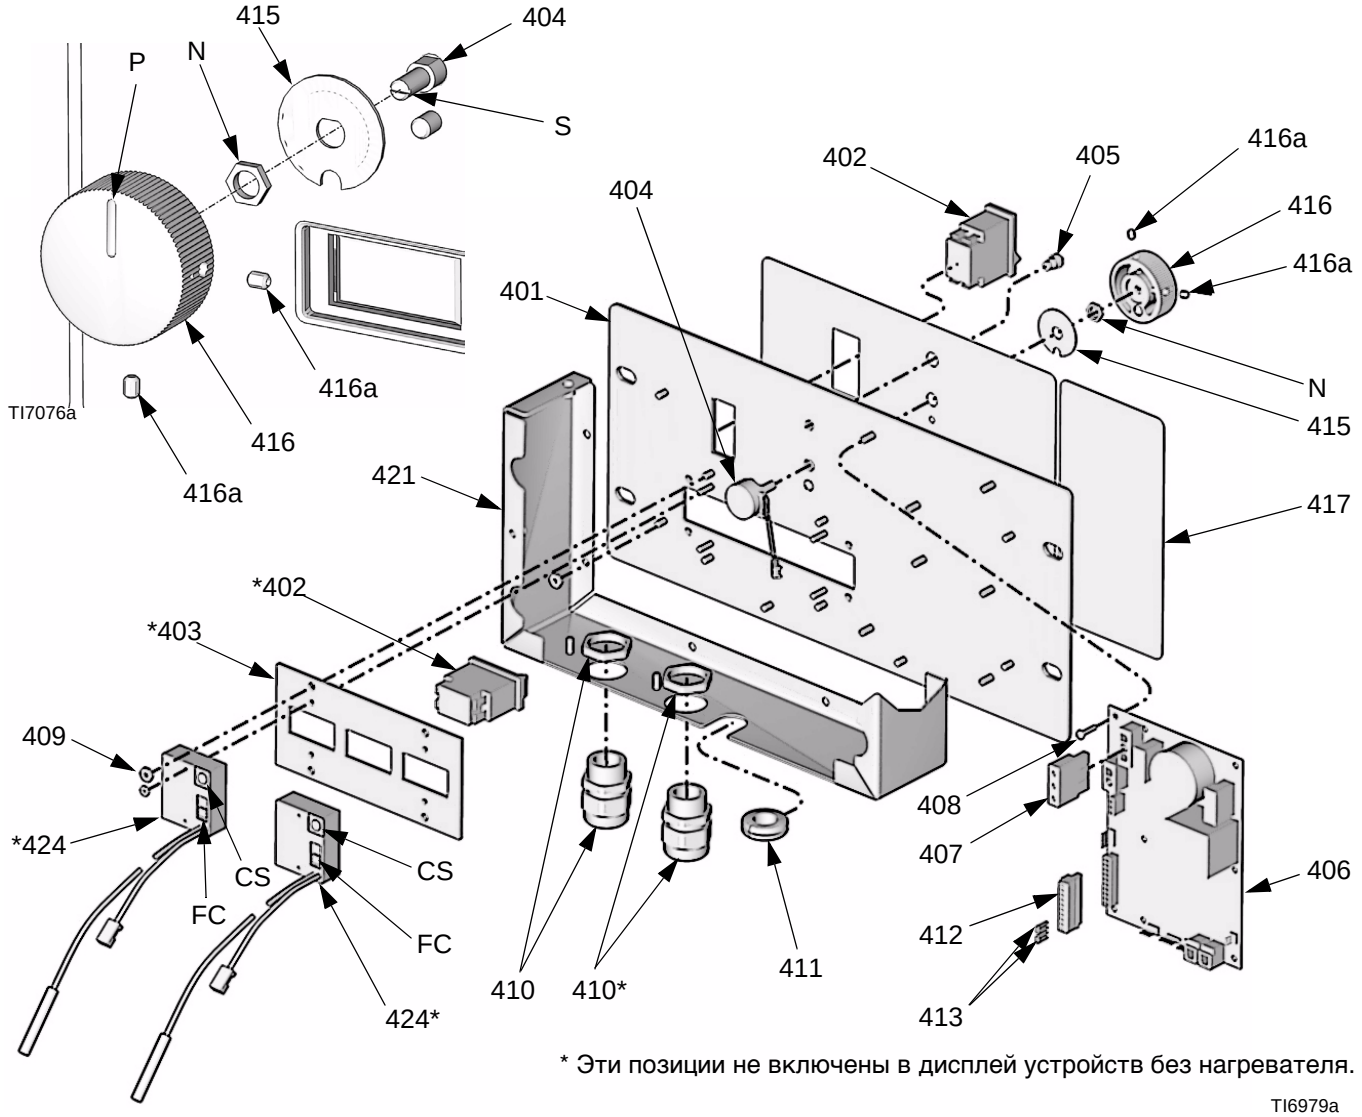
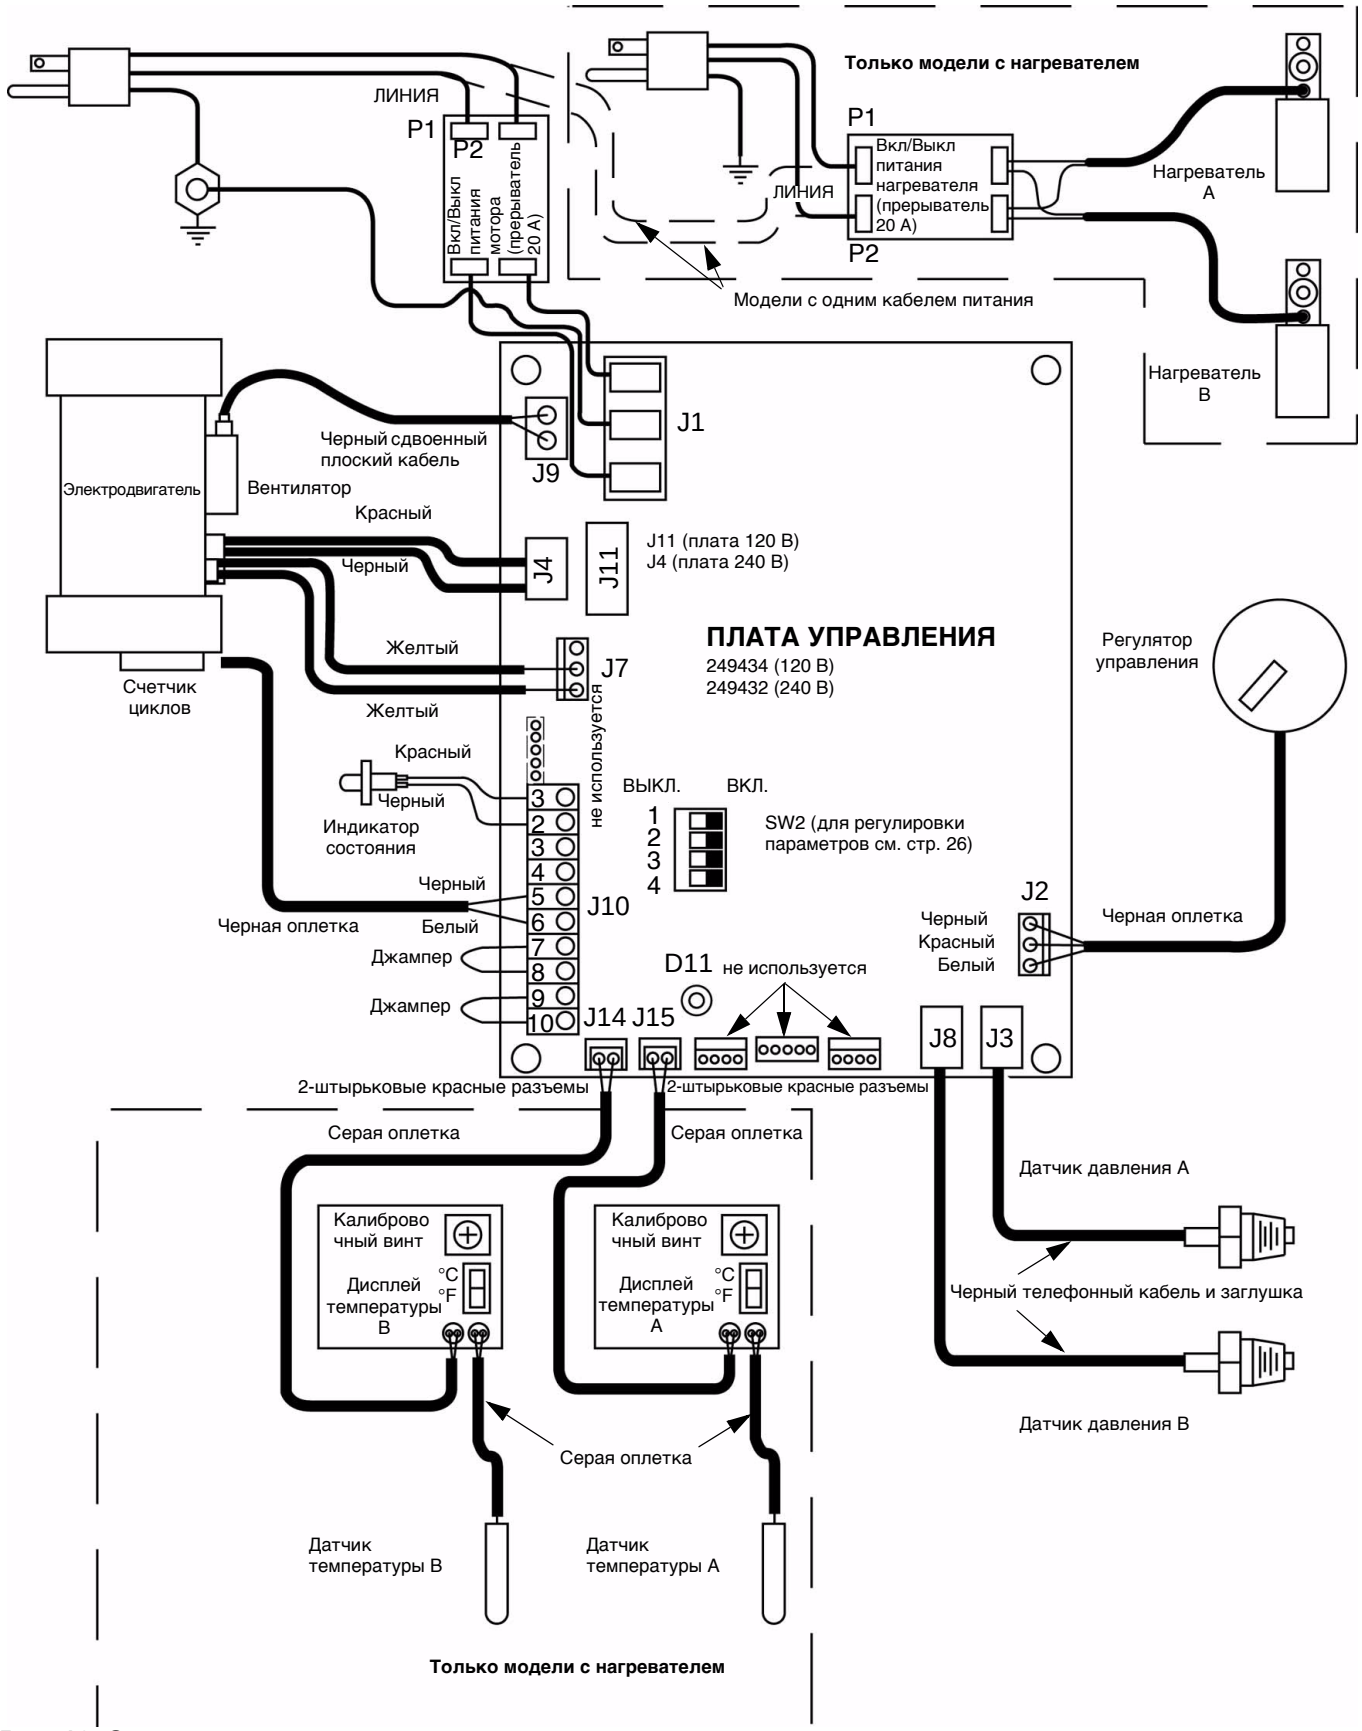

Рис. 11. Модуль управления (показана модель с нагревателем)
Рис. 12. Электрические подключения модуля управления
2. Снимите крышку доступа (39) на задней панели модуля управления.
3. См. Рис. 11. Найдите ползунковый переключатель (FC), расположенный с правого края каждой платы дисплея температуры. При отгрузке устройство настроено на °F (вниз). Для переключения на °C сдвиньте оба переключателя в верхнее положение.
1. Снимите крышку доступа (39) на задней панели модуля управления.
2. См. Рис. 11. Найдите калибровочный винт (CS) в правом верхнем углу каждой платы дисплея температуры. Немного поверните винт для показа правильной температуры.
3. Отсоедините провода потенциометра от разъема J2 на плате управления (406). См. Рис. 12.
4. См. Рис. 11. Отверните два установочных винта (416a) и снимите ручку управления (416) с вала потенциометра (404).
5. Снимите гайку (N, часть позиции 404) и стопорную пластину (415).
6. Установите новый потенциометр (404) в обратном порядке. Установите потенциометр так, чтобы паз (S) был горизонтальным. Установите ручку (416) так, чтобы стрелка (P) смотрела вверх. Установите ручку на вал так, чтобы паз (S) вошел в штифт совмещения ручки. Перед затяжкой установочных винтов (416A) задвиньте ручку на вал со стопорной пружиной.
7. Подсоедините провода потенциометра к J2, как показано на Рис. 12.
На плате управления установлен один красный индикатор (D11). Для проверки питание должно быть включено. Его расположение указано на Рис. 12. Функции:
Таблица 6: Разъемы платы управления (см. Рис. 12)
2. Снимите крышку доступа (39) на задней панели модуля управления, чтобы получить доступ к плате управления (406).
3. Отсоедините кабели датчиков от разъемов J3 и J8 платы; см. Рис. 12, стр. 37. Поменяйте местами соединения A и B и проследите, изменяется ли соответствующим образом код состояния, стр. 27.
8. Подсоедините кабель датчика к плате; см. Рис. 12, стр. 37.
Если мотор не заблокирован насосами, он может быть проверен при помощи аккумулятора на 9 В. Отсоедините разъем J4 или J11 от платы управления, см. Рис. 12, стр. 37. Прикоснитесь проводами от аккумулятора к подключениям мотора. Мотор должен медленно вращаться.
a. Найдите плату управления с задней стороны модуля управления, см. Рис. 12, стр. 37.
1. Отсоедините кабель (37) от вентилятора (202). С включенным питанием мотора проверьте разъемы кабеля на наличие напряжения линии (120 В или 240 В).
2. *Если напряжение правильное,* вентилятор неисправен. Отверните винты, крепящие вентилятор к экрану (206). Установите новый вентилятор в обратном порядке.
3. *Если напряжение неправильное,* проверьте подключение кабеля вентилятора на разъеме J9 платы управления; см. Рис. 12, стр. 37.